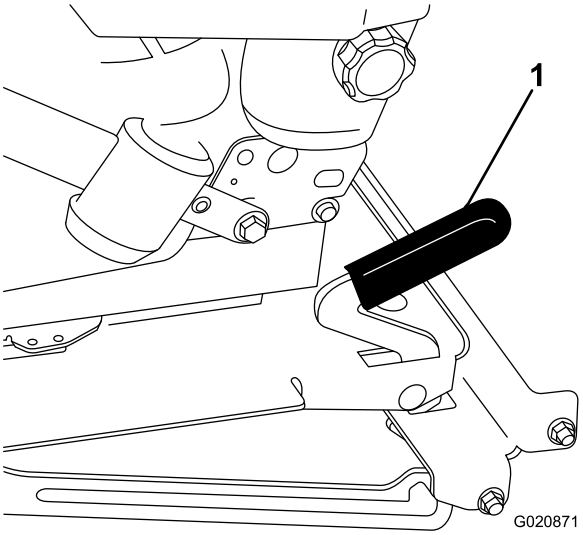

Figur 33
2. Dra låsehåndtakene forover og løft opp for å frigjøre setelåsen (Figur 33).